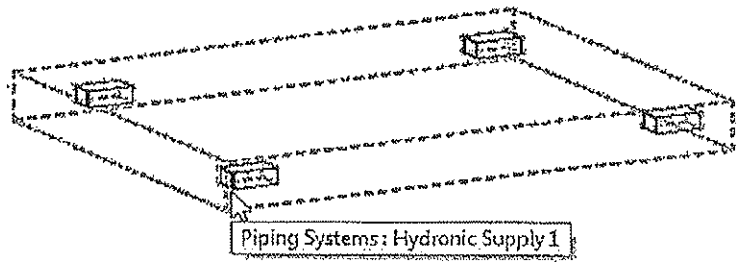

Figure 9–31
1. Hover over the hydronic supply or hydronic return outlet in the mechanical equipment and press <Tab> until you see the outline of the system. Click to select the system as shown in Figure 9–31.